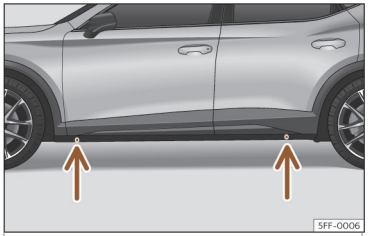

Abb. 38 Aufnahmepunkte für den Wagenheber.
- Suchen Sie am Längsträger die Markierung des Aufnahmepunktes für den Wagenheber (Eindrückung), die dem zu wechselnden Rad am nächsten liegt››› **Abb. 38**.